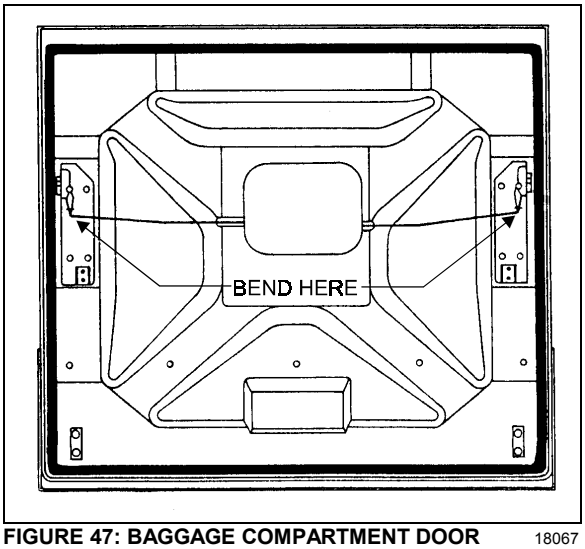

FIGURE 47: BAGGAGE COMPARTMENT DOOR 18067
4. With door slightly open, pull door handle while an assistant checks that both latches release simultaneously. If not, with latch engaged, gently bend the appropriate latch control rod until proper timing is achieved (Fig. 47).